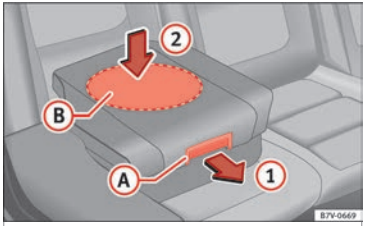

Fig. 96 Integrated child seats. lowering the cushion
- Pull the unlock lever ››› **Fig. 96** (A) on the cushion in the direction of the arrow (1).
When lowering the integrated child seat, only press on the centre of the cushion ››› Fig. 96 (2). Otherwise the cushion could bend and not engage properly.